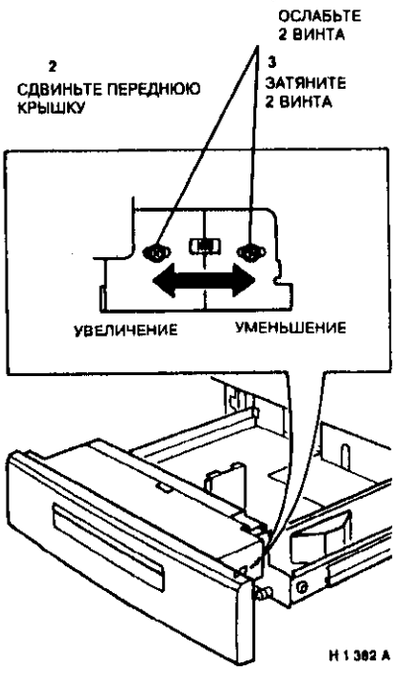

Рисунок 2. Регулировка регистрации
2. (Рисунок 2) Отрегулируйте положение регистрации.